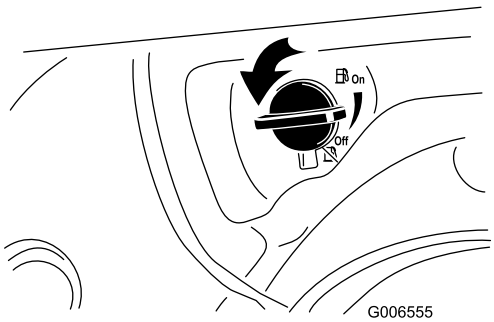

Figur 25
2. Drej brændstofafbryderventilen en kvart omgang mod uret for at åbne den (Figur 25).